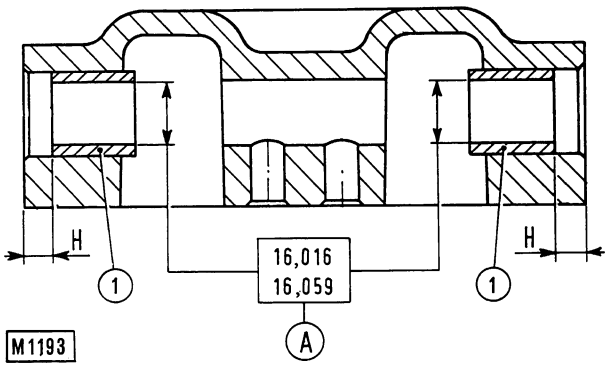

Fig. 12-13 - Assembly correct position of bushes (1) on control valve cover.
To install bushings that are changed (1, fig. 12-13) to a depth of 7 mm (0.275 in) (H) with respect to the side surfaces of the cover, and rebore their I.D. to dimension (A).